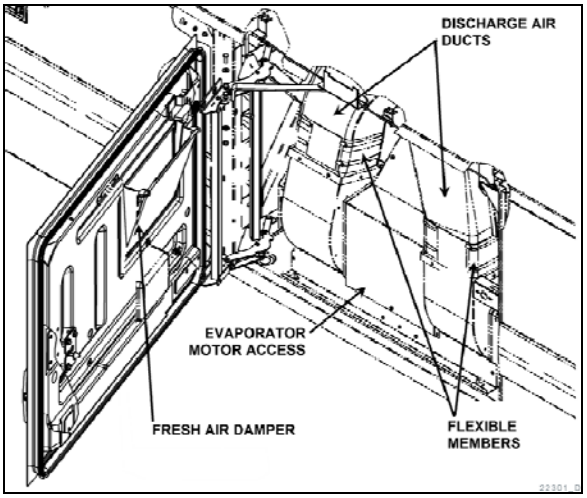

**FIGURE 63: X3 SERIES PASSENGERS' AREA FRESH AIR DAMPER**
- X3 Series - On the evaporator compartment door (Figure 63).